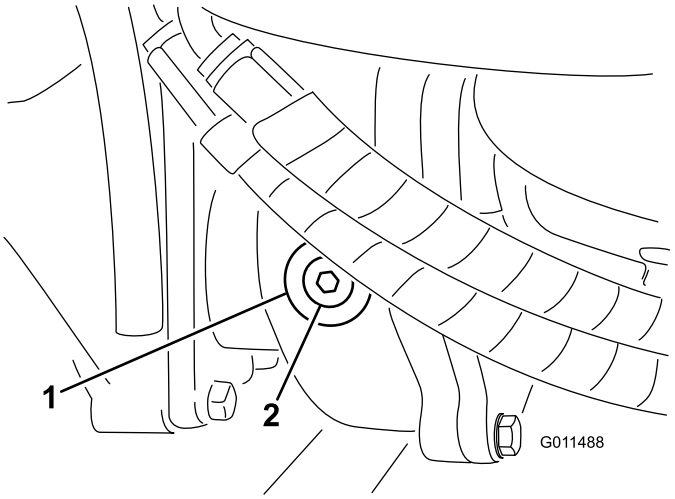

Figur 65
2. Ta bort kontroll-/påfyllningspluggen på växellådans vänstra sida, och kontrollera att oljan når upp till botten av hålet (Figur 65).